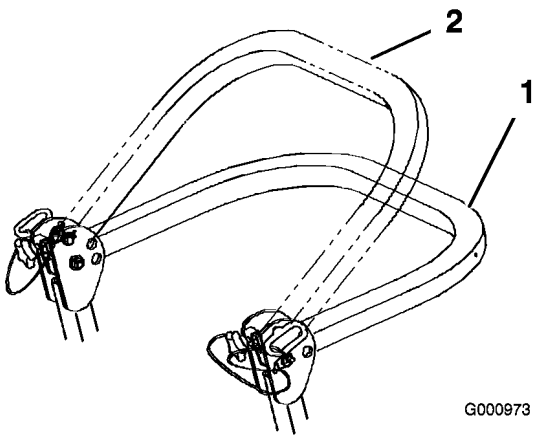

Figur 5
3. Sänk ned störtbågen till nedfällt läge. Det finns två nedfällda lägen. Lägena visas i Figur 5.